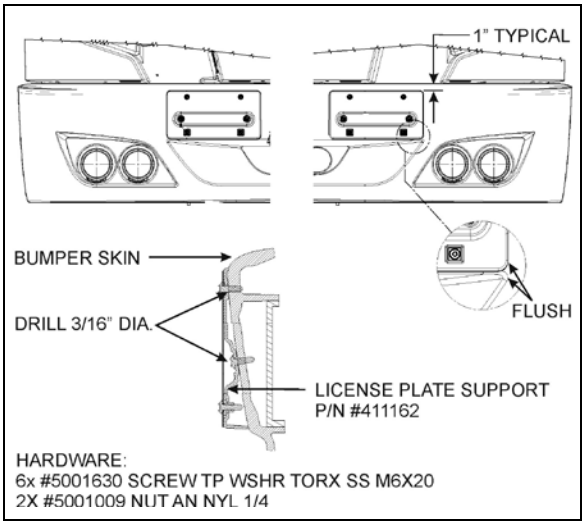

FIGURE 20: LICENSE PLATE SUPPORTS 18500A
5. To adjust the male dovetail on L.H. side of the door, remove the two screws and loosen the two bolts. Slide the male dovetail toward the interior and loosely tighten the two bolts. Close the door slowly but firmly, then slowly open it and tighten the two bolts. Attach dovetail to the door with screws. See figure 20.